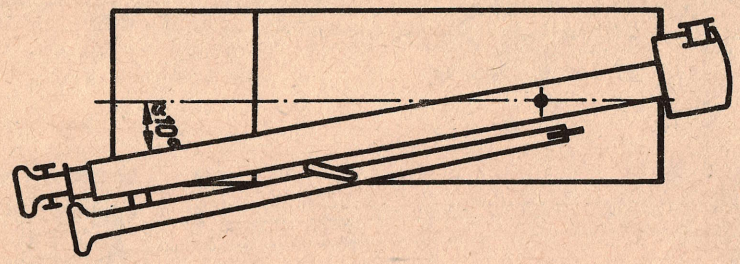

Abb. 12
b) Ausleger ca. 10° aus der Normallage drehen (Abb. 12).
c) Riegel (4) anheben und Bolzen (3) zwischen Ausschubteil und Ausschubteilverlängerung herausziehen.
a) Ausleger ca. 10° aus der Normallage drehen (Abb. 12).